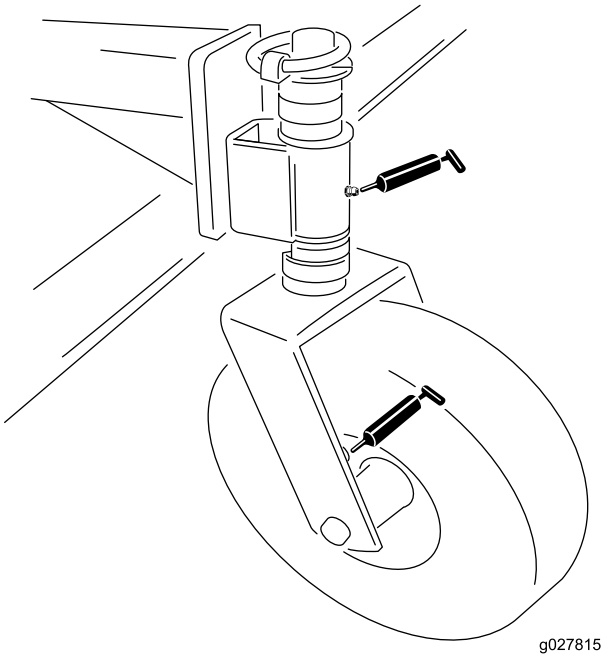

Figura 7
- Roda giratória (2 cada) (Figura 7)